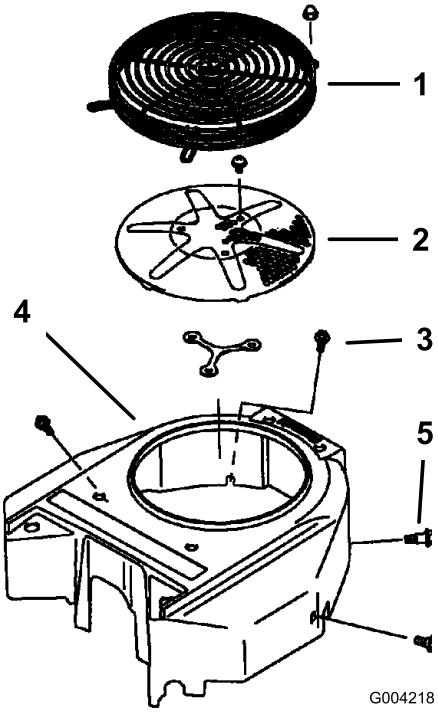

**Figuur 69**
Verwijder voor elk gebruik eventuele grasresten, vuil of andere verontreiniging van het motorscherm. Dit zal mede zorgen voor een adequate koeling en een correct motortoerental en zal de kans verkleinen dat de motor oververhit raakt en technische schade oploopt (Figuur 69).
3. Verwijder de luchtinlaatroosters, de terugloopstarter en de ventilatorbehuizing (Figuur 69).
5. Verwijder de luchtinlaatroosters, de terugloopstarter en de ventilatorbehuizing (Figuur 69).